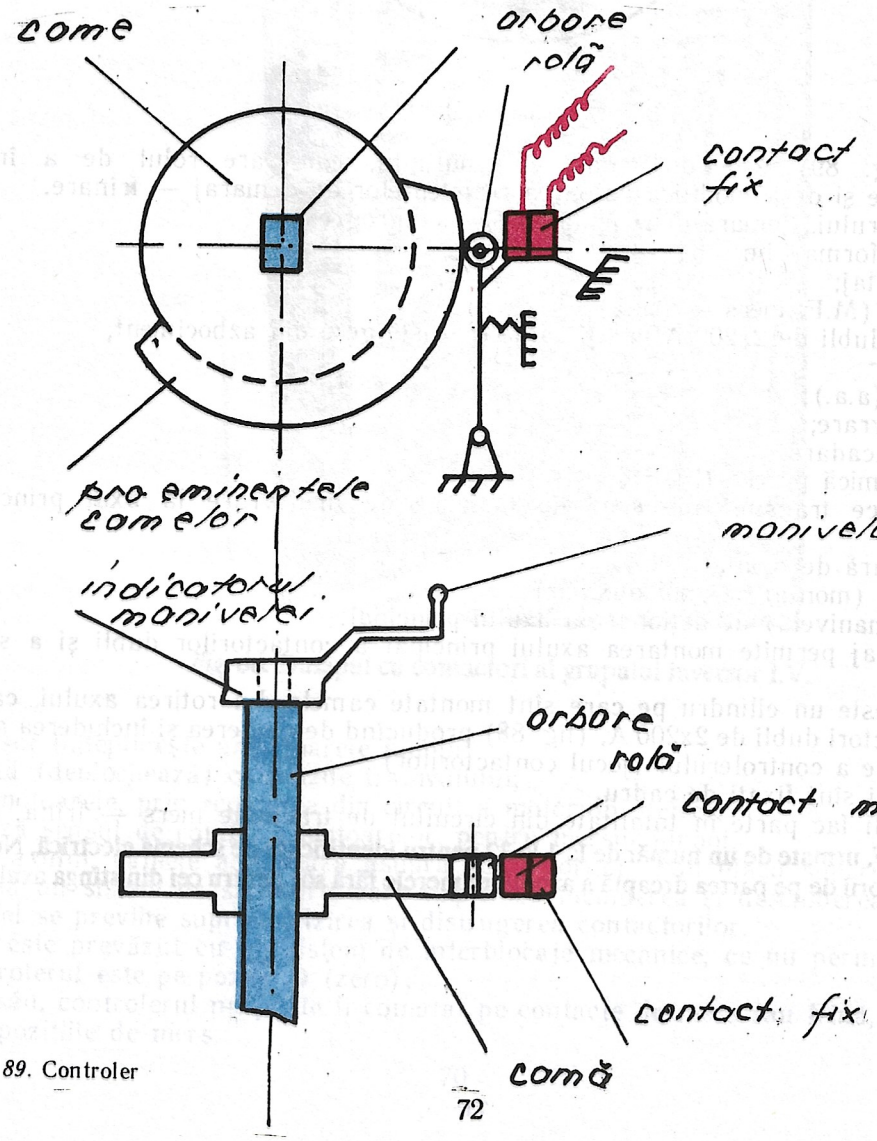

*Fig. 89.* Controler
*Controlerul* (Fig. 89) este un comutator multiplu, care are rolul de a închide circuitul motoarelor de tracțiune și de a modifica valoarea rezistențelor de demaraj — frînare.